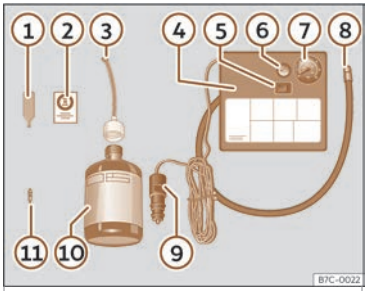

Fig. 31 Representación estándar:contido do kit antipicadas.
O kit antipicadas atópase no compartimento do maleteiro, baixo o revestimento do chan. Inclúe os seguintes compoñentes>>> **fig. 31**:
- Desaparafuse a carapucha e o obús da válvula do pneumático. Use o dispositivo >>> **fig. 31** (1) para extraer o obús. Póñao sobre unha superficie limpa.
- Sacuda con forza a botella de illante de pneumáticos>>> **fig. 31** (10).
- Enrosque o tubo de inflamento>>> **fig. 31** (3) na botella de illante. O precinto da botella romperá automaticamente.
- Retire o tapón do tubo de carga>>> **fig. 31** ③ e enrosque o extremo aberto do tubo na válvula do pneumático.
- Volva a colocar o obús co dispositivo >>> **fig. 31** ① na válvula do pneumático.
- Enrosque o tubo de inflamento do pneumático do compresor>>> **fig. 31** ⑧ na válvula do pneumático.
- Asegúrese de que o parafuso de evacuación de aire estea pechado>>> **fig. 31** ⑥.
- Acople o conector>>> **fig. 31** ⑨ á toma de corrente de 12 voltios do vehículo >>> **páx. 150**.
- Conecte o compresor de aire con conmutador ON/OFF>>> **fig. 31** ⑤.
- Pegue o adhesivo>>> **fig. 31** ② no cadro de instrumentos, dentro do campo visual do condutor.
Enrosque de novo o tubo de inflamento >>> **fig. 31** ⑤ e comprobe a presión no manómetro ⑥.